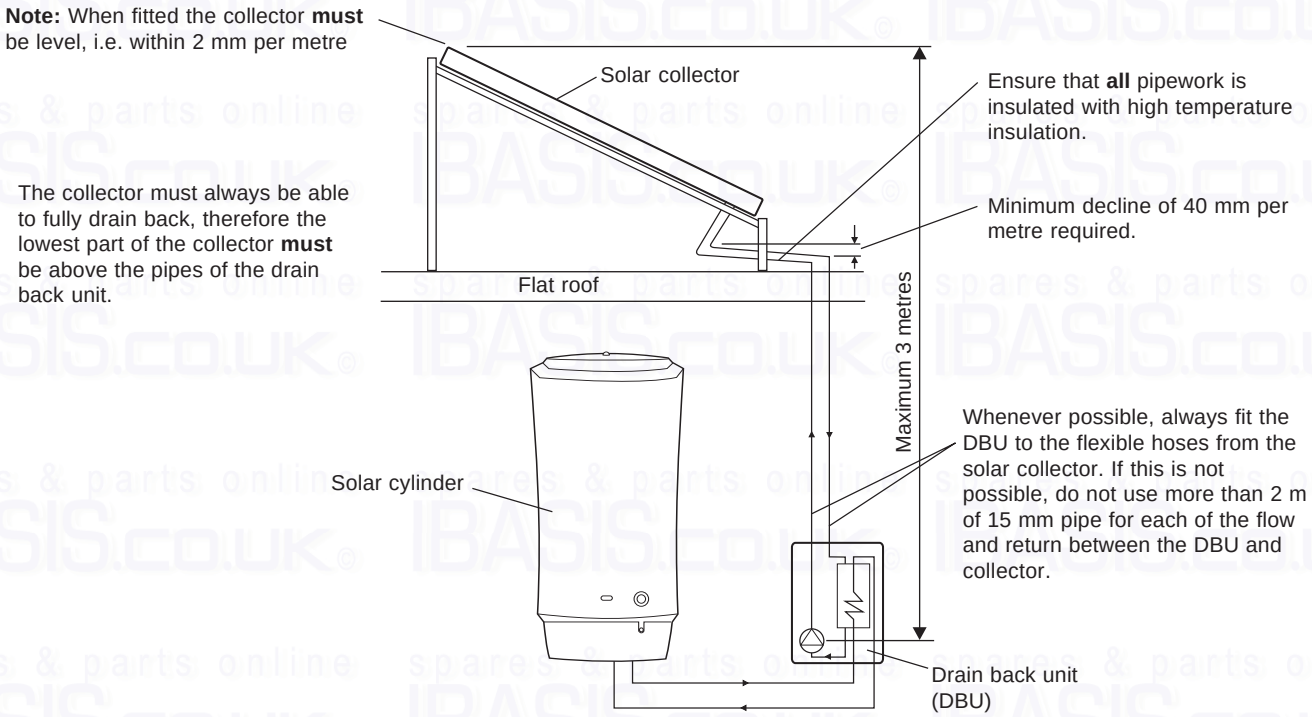

Fig. 8
The DBU must be located within a height of 3 metres of the top of the Solar collector, see Fig. 8. The pipework from the collector to the DBU **must always** fall by a minimum of 40 mm per metre and **must be** insulated with high temperature pipe insulation.
b. **Positioning of a landscape collector onto a flat roof:** Using the Alpha Flat Roof Kit (Part No. 6.4000800), the collector is mounted on the framework supplied. The collector is fixed at an inclination of 30° and ballast is used to secure the frame in the required position. Refer to Fig. 8 for details of location of the drain back unit in relation to the collector. Full details of this type of installation are provided in the instructions supplied with the kit.